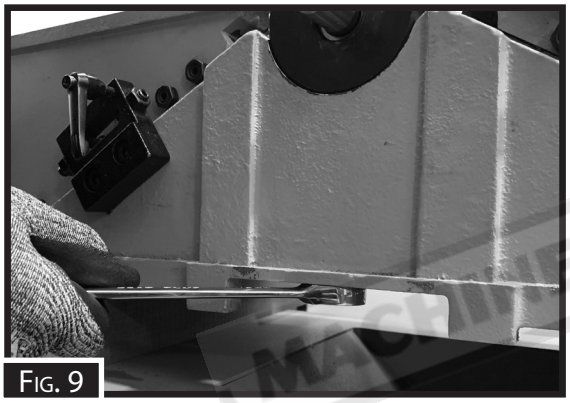

Fig. 9
12. Unbolt the two spindle mounting bolts. (Fig.9)